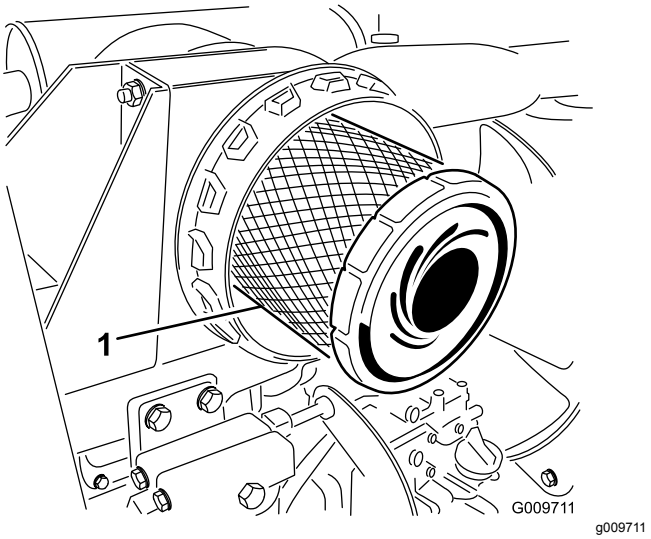

Figur 51
4. Ta bort och byt ut huvudfiltret (Figur 51).